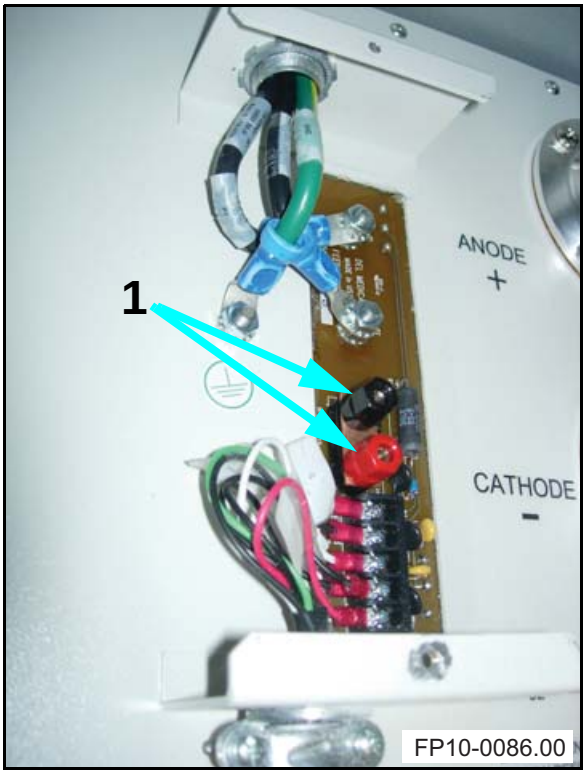

Figure 5-3. Plugs that holds jumper J2 on the feedback board.
c. Loosen the top of the plugs (1 in Figure 5-3).